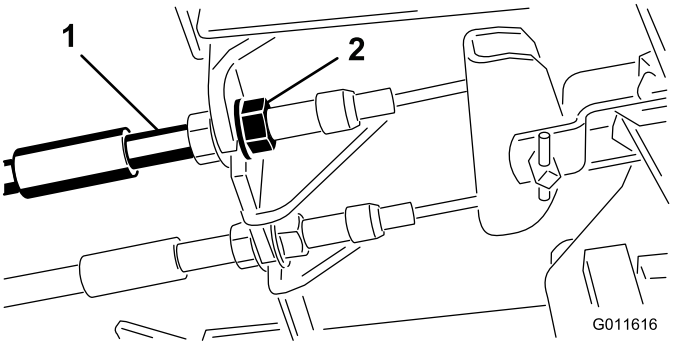

Рисунок 35
1. Чтобы уменьшить свободный ход тормозных педалей, затяните тормоза, ослабив переднюю гайку на резьбовом конце троса тормоза (Рисунок 35).